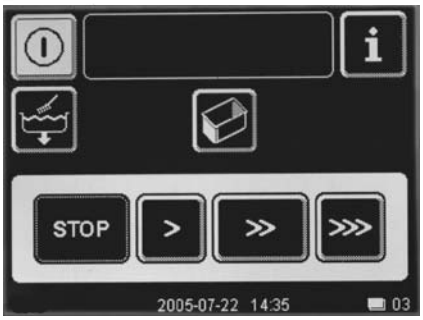

Рис. 03
- ⇨ Исчезновение символа температуры означает, что заданные значения температуры достигнуты и машина готова к эксплуатации (рис. 03).